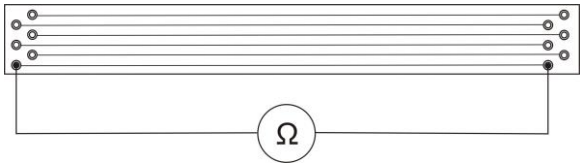

Fig. 1 Experimentieraufbau
- Das Multimeter an die Buchsen des Konstantandrahtes mit dem kleinsten Durchmesser anschließen (Fig. 1).
- Experiment gemäß Fig. 1 aufbauen.